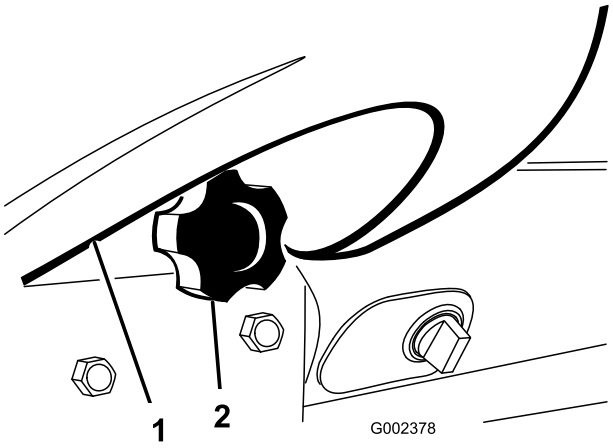

Figura 29
2. Afloje el pomo que sujeta el portavasos al salpicadero (Figura 29). Retire el portavasos del salpicadero.